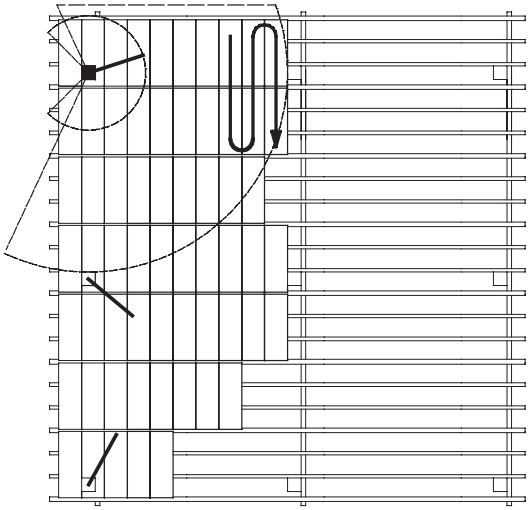

Figur 36. *Formsättningsprocess efter byte av förankringspunkt*
4. Anslut till en närliggande SkyReach Förankringsenhet och fortsätt att formsätta de områden som kan nås från denna. Se figur 36. Upprepa proceduren genom att byta till förankringsenheter placerade i kvarvarande betongpelare så att hela våningsplanet kan formsättas.